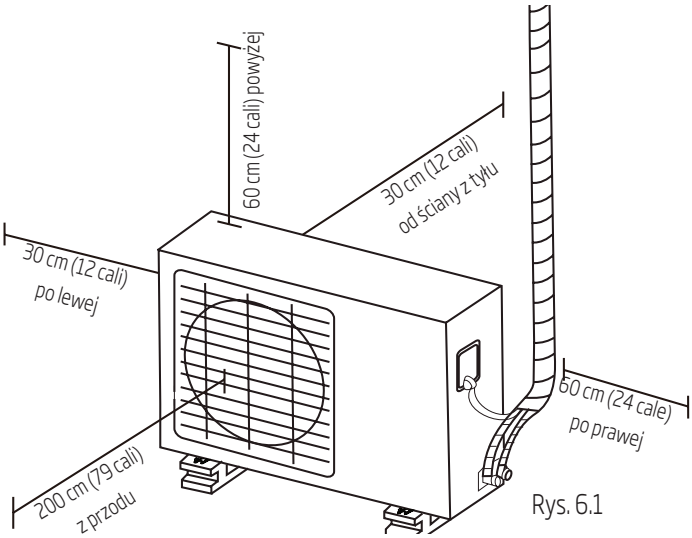

Rys. 6.1
- Spełnianie wszystkich wymagań przestrzennych podanych w punkcie Wymagania przestrzenne instalacji (Rys. 6.1)